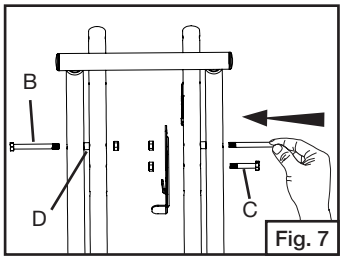

Fig. 7
- Inmovilice la manija de remolque y el soporte de la parrilla con pernos pivote, separadores y tuercas. (Fig. 7)